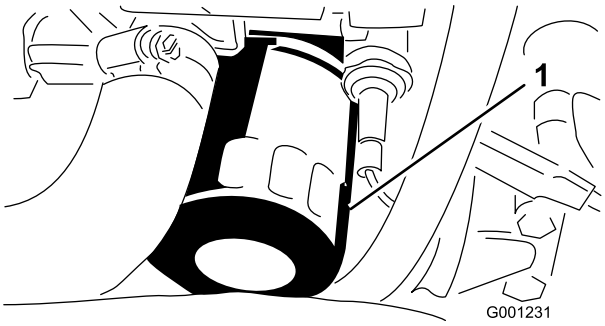

**Figur 53**
6. Ta bort och byt ut oljefiltret (Figur 53).